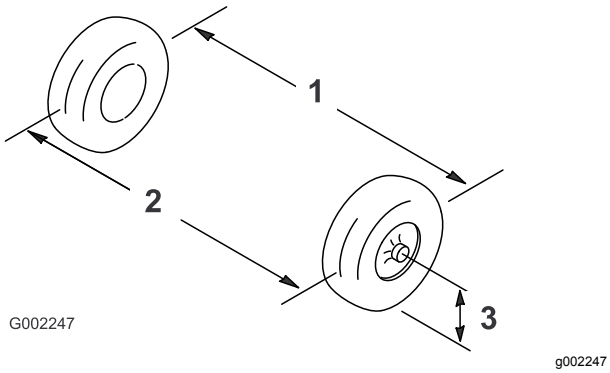

**Рисунок 83**
2. Измерьте расстояние между обеими передними шинами на уровне моста, с передней и задней стороны передних шин (Рисунок 83).
8. Запустите двигатель с незатянутой крышкой на радиаторе (Рисунок 83).